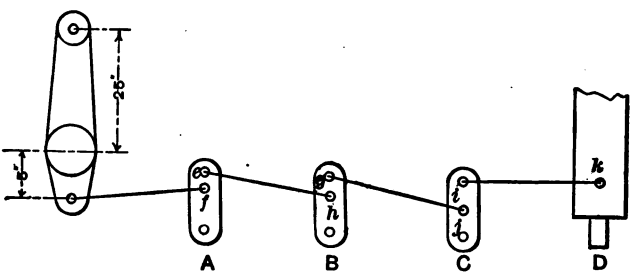

FIG. 94.—AMERICAN EQUALIZED BRAKE.
*Q. What is the object of the markings shown on the hose (Fig. 94)?*